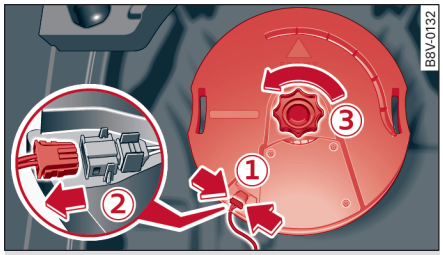

图 233 备用轮腔：低音箱
- 将插头的卡止凸耳 ① ⇨ *图 233* 压到一起。
- 拔出插头 ②，将拔下的电缆放到一边。
- 旋出螺栓 ③